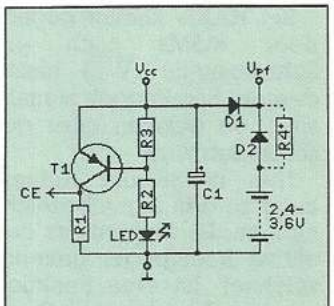

Bild 6. Schaltbild der Power-Fail-Steuerung
**Spannungsversorgung:** Die »Power-Fail-Steuerung« (Bild 6) ist ebenso einfach wie wirksam. Sie muß bei absinkender Betriebsspannung die CMOS-RAMs schnell genug in den inaktiven Zustand versetzen, damit keine unkontrollierten Informationsänderungen vorkommen. Dazu liegt die Basis des PNP-Transistors T1 an einem Spannungsteiler aus R3 und R2. T1 wird bei voller Betriebsspannung (Vcc) aufgesteuert und zieht den High-aktiven CE-Eingang der RAMs nach Plus. Die LED im Spannungsteiler dient neben den Anzeigezwecken dazu, den Arbeitsbereich von T1 zu verbessern. Sinkt Vcc unter einen bestimmten Wert ab, so sperrt T1. CE liegt dann über R1 auf Low und die RAMs sind nicht ansprechbar. Durch den Akku verlieren die CMOS-RAMs aber nicht die Speicherinhalte. Im Betrieb wird der Akku über D1 und R4 geladen, während er bei fehlender Versorgungsspannung die RAMs über D2 mit etwa 2,2 bis 3,4V versorgt. Mit dem Schalter S9 kann der Akku abgeschaltet werden, um eine Tiefentladung bei längerer Lagerung zu verhindern.